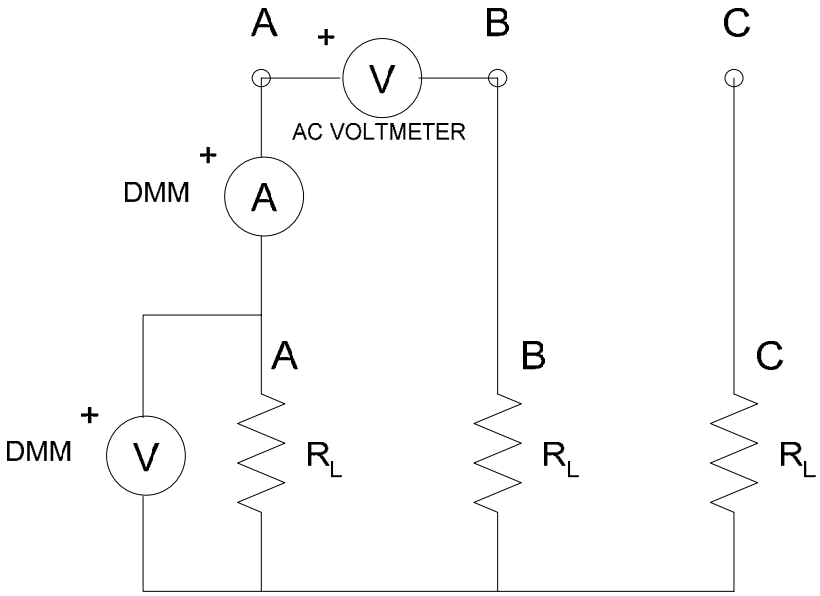

Figure 3: Y-Connected Load
3. With power ***de-energized***, connect up the circuit shown in Figure 3. Note, one DMM is used to measured line current, one DMM is used to measure the line-to-neutral output voltage, and the third meter is the analog AC voltmeter at the top of your station. This meter should be set to the 150V full-scale reading (lower scale reading). Set the load resistance module so that it is as close to $R_L = 666\Omega$ as possible.